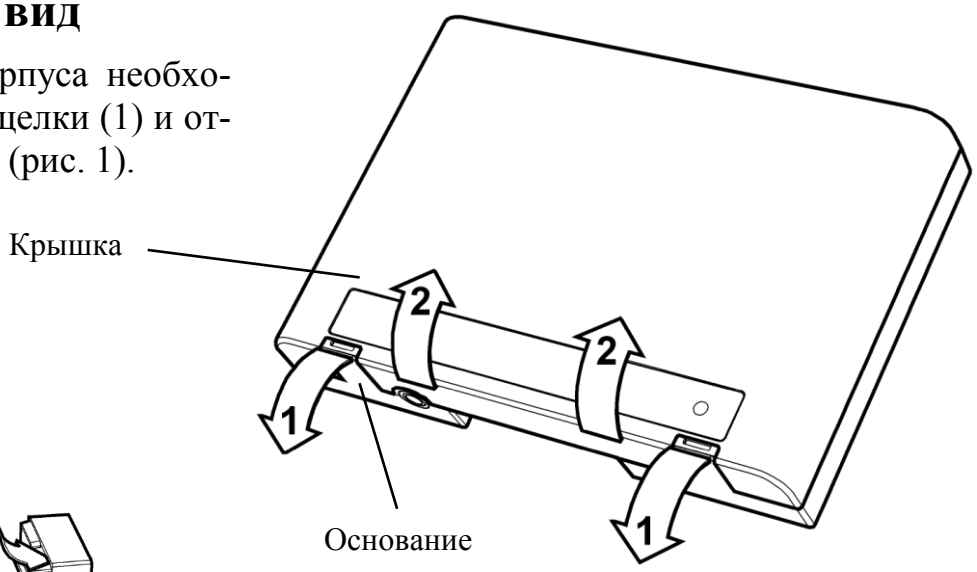

Рис. 1
Для открытия корпуса необходимо отогнуть защелки (1) и открыть крышку (2) (рис. 1).